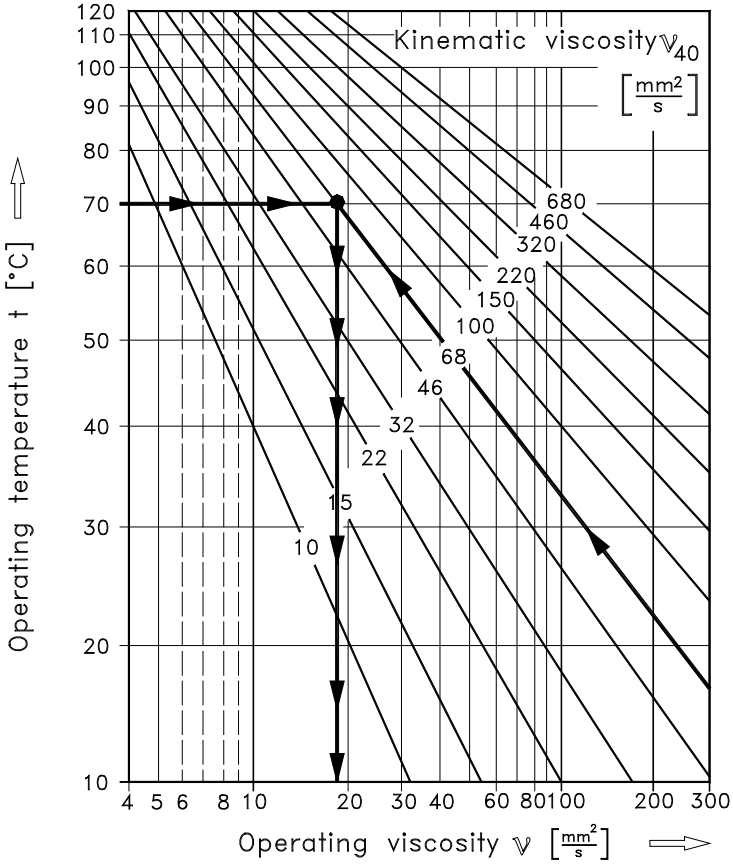

Fig. 6.10
The **ν-t-diagram** (fig. 6.10) shows the correlation of the most common grades of nominal viscosity ν_{40} for mineral oil based lubricants.
Step 3: Follow the line of the kinematic oil viscosity ν_{40} = 68 mm² / s in diagram fig. 6.10 until crossing the line representing the operating temperature **t** = 70°C (158°F). Strike a line downwards to the horizontal axis to get the viscosity ν for this operating temperature. In this example the (actual) operating viscosity ν is approximately **18 mm² / s**.
ν = (**Actual**) **operating viscosity** anticipated for the given conditions [mm² / s] (see evaluation in fig. 6.10)